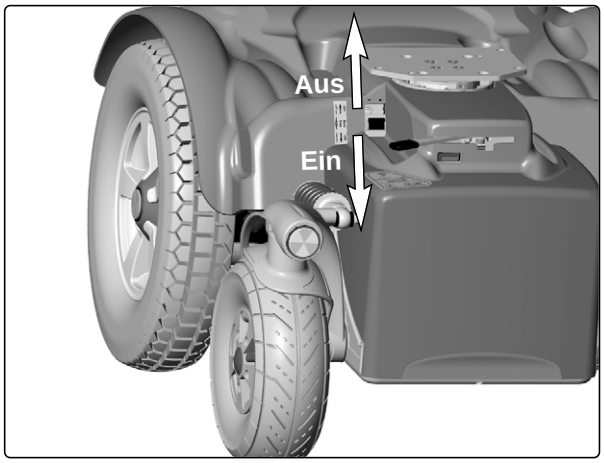

Abb. 45. Hauptsicherung/Batterietrennschalter.
2. Bringen Sie die Hauptsicherung in die Stellung "AUS", s. Abb. 45.